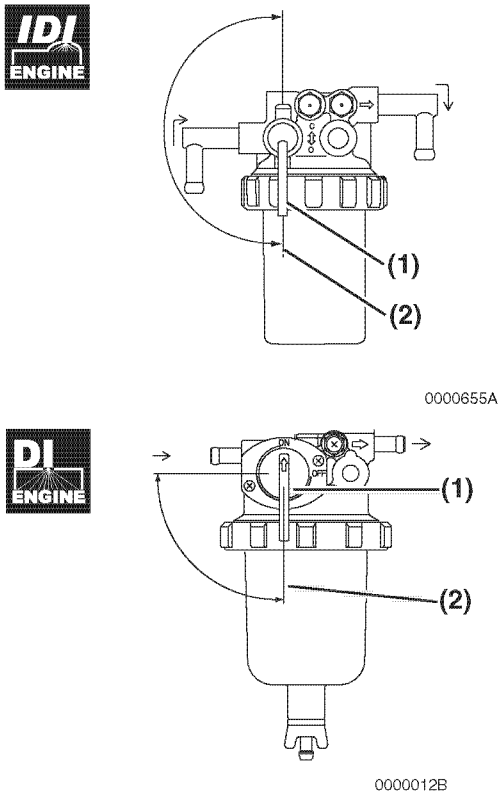

*Figure 1*
3. Make sure the fuel filter / water separator fuel cock **(Figure 1, (1))** is in the ON position **(Figure 1, (2))**.